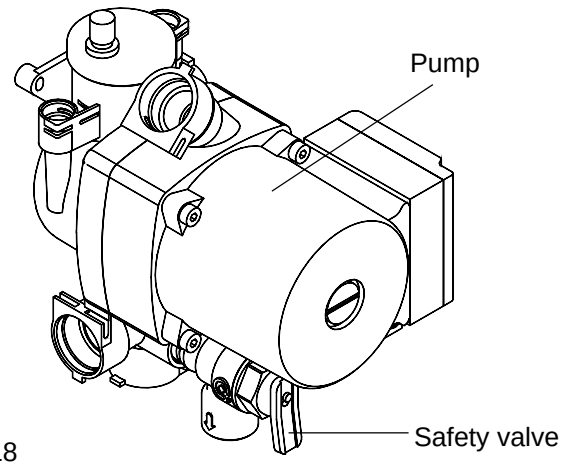

fig. 18
6.5 PUMP HEAD fig. 18
6.6 SAFETY VALVE fig. 18
6.7 AUTOMATIC AIR RELEASE VALVE fig. 18 (AAV)